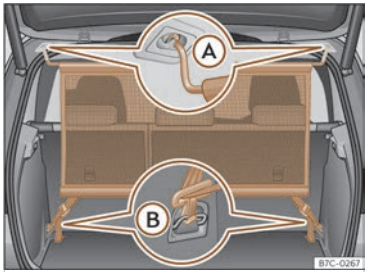

Fig. 168 Red de separación montada.
- Enganche la red de separación en el alojamiento izquierdo del techo ››› fig. 168 Ⓐ. Asegúrese de tirar de la varilla transversal hacia abajo más allá de la posición superior.
- Enganche la red de separación en el alojamiento derecho del techo comprimiendo la varilla transversal ››› fig. 168 Ⓐ.
- Enganche los dos ganchos de la red de separación en las argollas de amarre del maletero ››› fig. 168 Ⓑ y tense bien los cinturones de fijación.